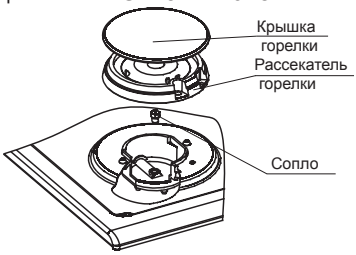

рис. 14
6. Снять установленные сопла, для этого отверткой необходимо отсоединить металлическую защелку от отбортовки гнезда держателей сопла и вывести газоподводящую трубку вместе с соплом из гнезда, затем снять сопло с трубки газа (рис.14). Резиновые уплотнительные кольца рекомендуется оставить на трубках.
Для плиты GM 3M41 018 (рис. 14):